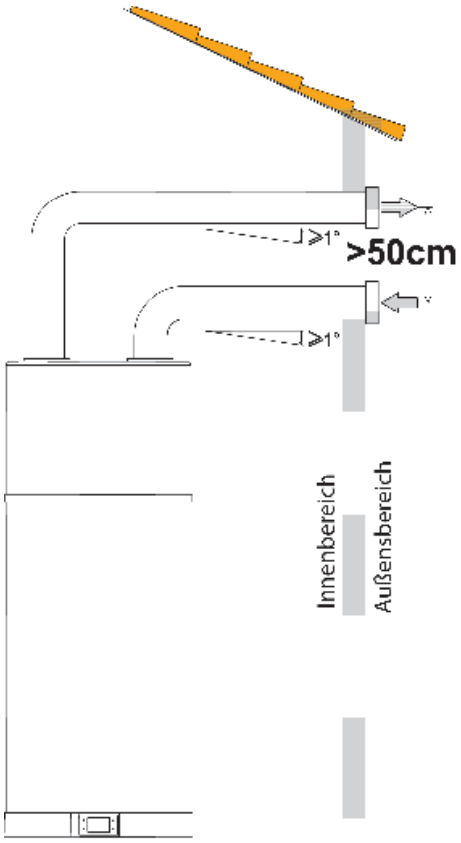

Abb. 54 - Beispiel für einen Luftauslassanschluss
- Erstellen Sie einen speziellen Luftkanal, wie in Abb. 54 angegeben.